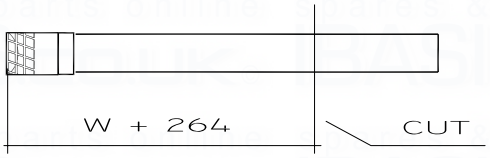

Fig. 18
5.7.4 If the standard flue is too long (if the position of the boiler from the wall to go through as illustrated in the drawing and the wall thicknesses is less than specified above) it can be shortened as follows: fig.18.
- Cut the outer air duct (100 mm. dia.) at right angles and to a length equal to W+Y - 47 mm. (fig. 18).